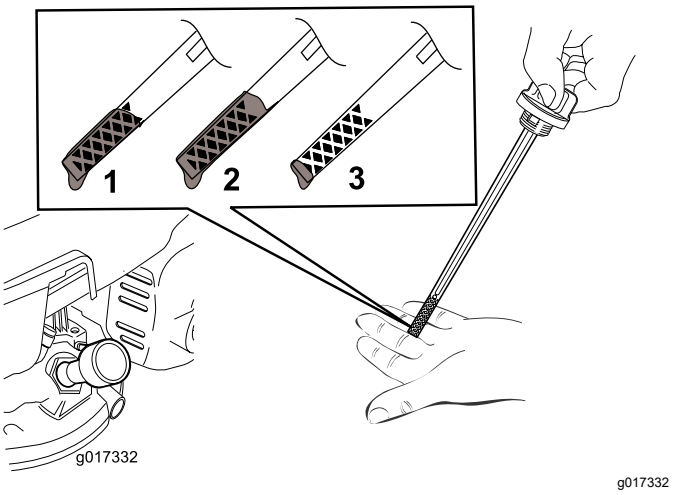

Рисунок 21
3. Извлеките масломерный щуп, повернув крышку против часовой стрелки и вытянув его (Рисунок 21).
10. Определите уровень масла по отметкам на щупе (Рисунок 21).